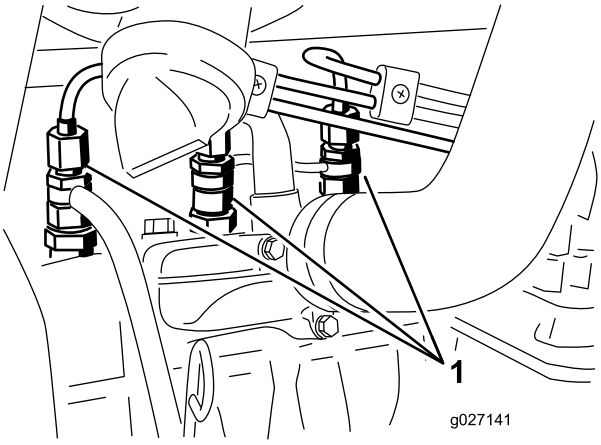

Figur 60
1. Lossa röranslutningen till munstycke nr 1 och hållaren (Figur 60).